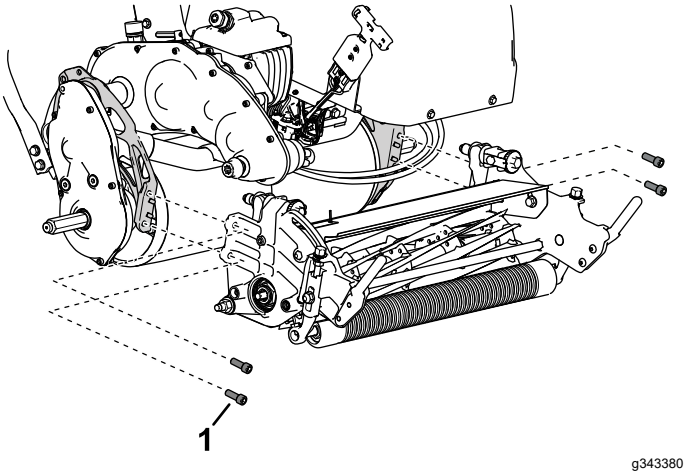

Rysunek 37
5. Przy pomocy 4 śrub imbusowych zamocuj zespół tnący do ramy (Rysunek 37).